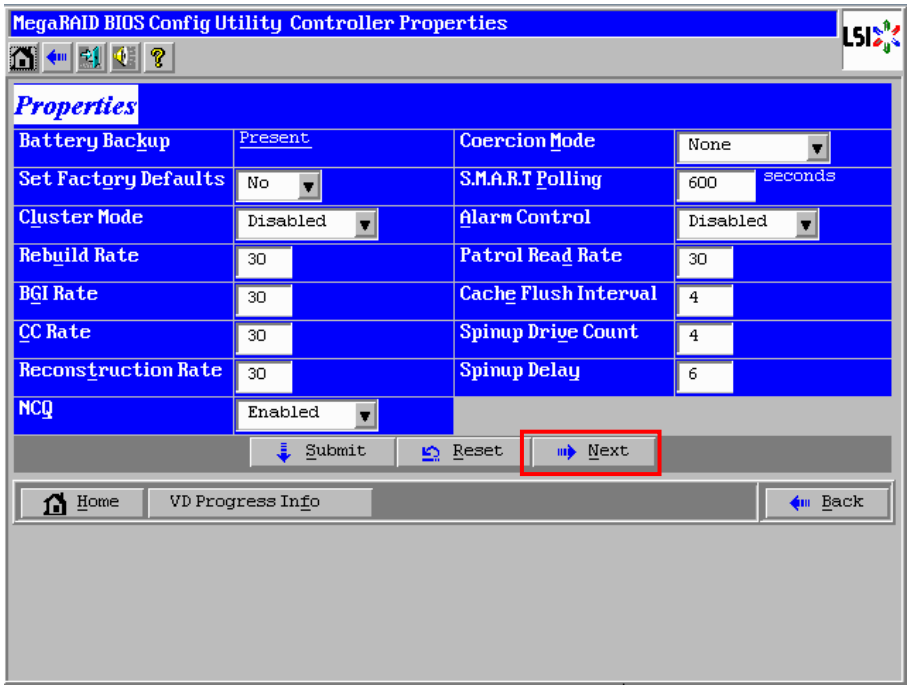

Figure B.2.8-6 Config Information window (3)
(8) The config information window (3) is displayed as shown in Figure B.2.8-6.